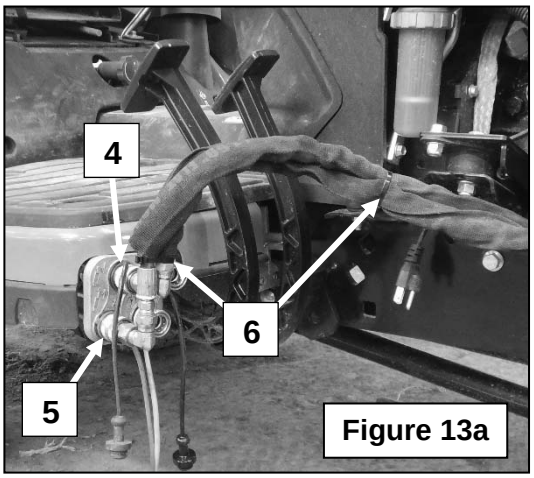

Figure 13a
3. **Figure 13a:** Install the blue identification rings (item 4) and the red ones (item 5) where shown on **figure 13a**.
4. **Figure 13a:** Secure the two hydraulic hoses with the 8" lg. x 4.8mm nylon tie wraps (item 6) where shown on **figure 13a** and cut the excess length.